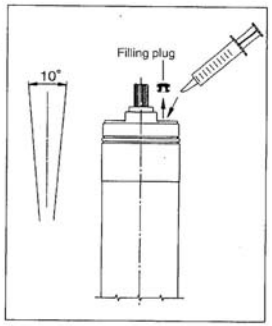

Fig. 3
4. Inject motor liquid into the motor with a filling syringe or similar tool,see fig. 3.